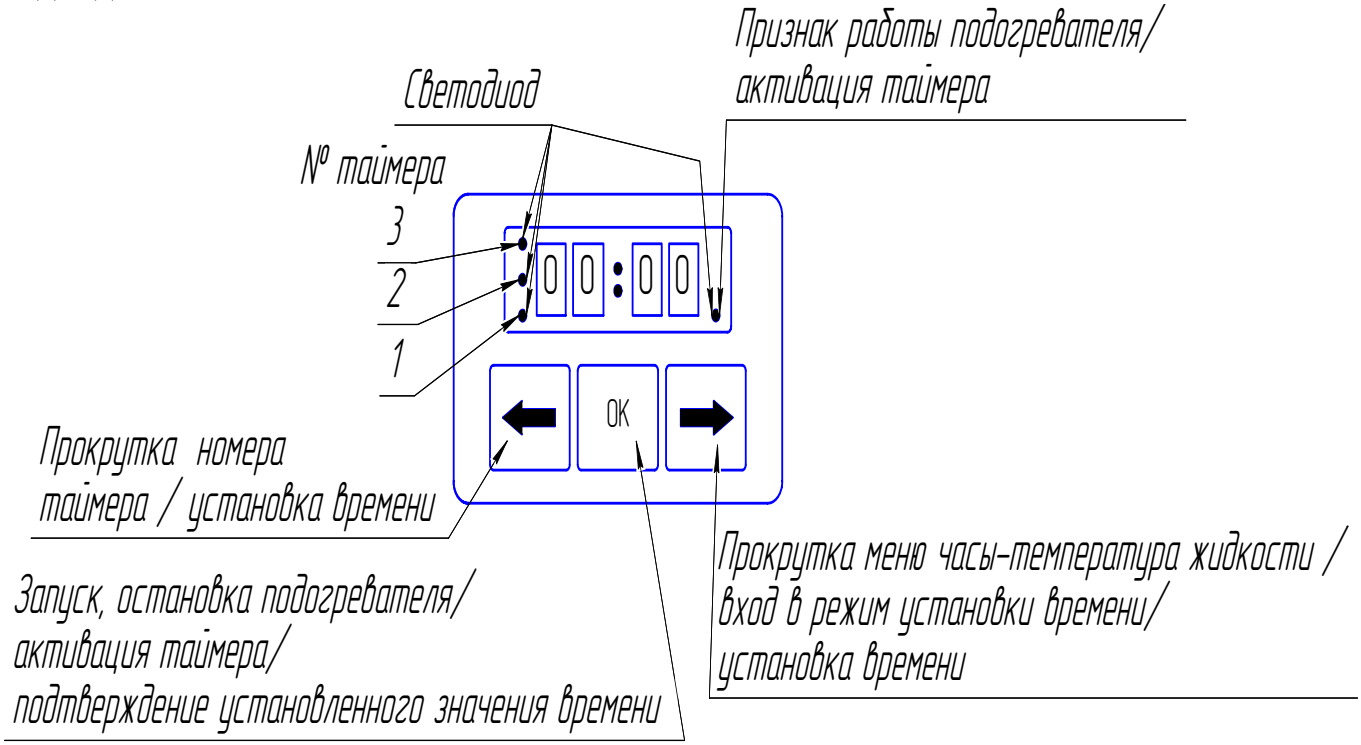

Рис. 1- Панель пульта
При первоначальном подключении подогревателя к электросети автомобиля или после перерывов в электропитании на пульте происходит обнуление текущего времени. Индикатор имеет вид (Рис.1).
Подключение пульта к подогревателю производится согласно схемы электрических соединений (см. Рис. 1 в руководстве по эксплуатации Бинар 5Б).
- разъемы XP5 и XS5 (см. Рис. 1 в руководстве по эксплуатации Бинар 5Б).